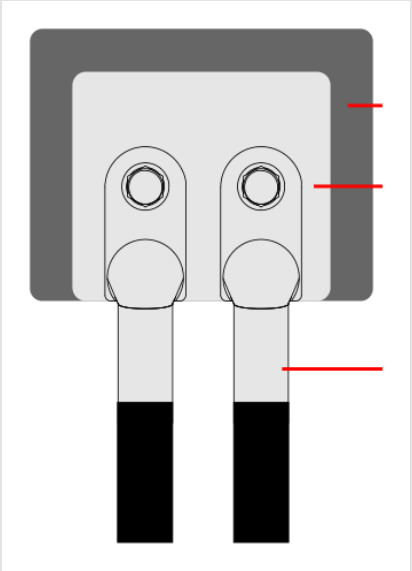

FIGURE 4-41 One plate for two lugs
- Where several lugs sit side by side on one bus bar, one plate can cover them all (Figure 4-41).